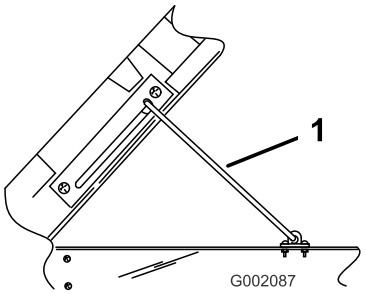

Figur 15
2. Trekk støttestangen inn i sperresporet og fest kassen (Figur 15).